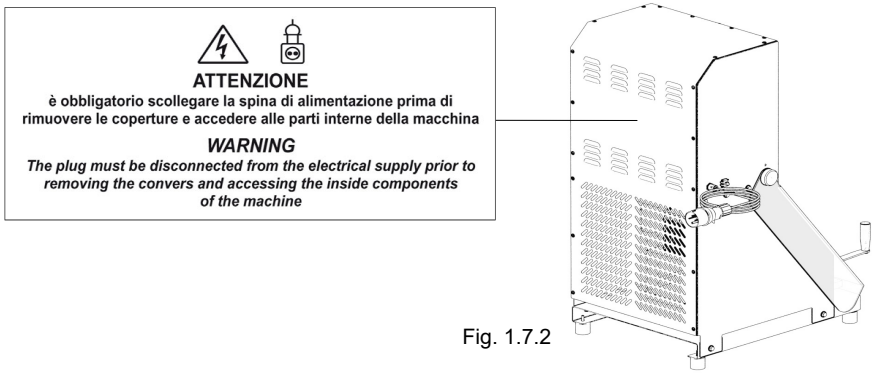

Fig. 1.7.2
1.7.1 - Warn- und Gefahrenschilder (Abb. 1.7.2)